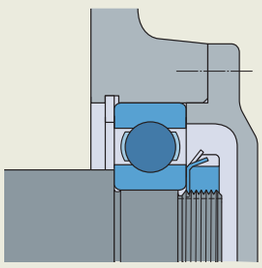
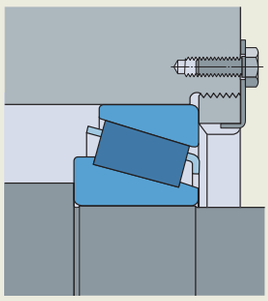

Fig. 13
Fig. 14
- placas de fijación o tapas de soportes (**fig. 13** y **fig. 14**)